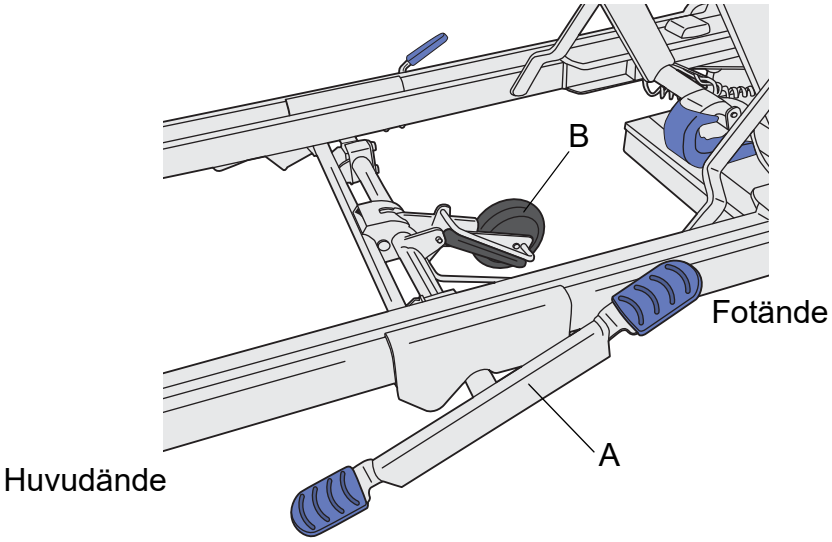

Fig. 5 – Femte hjulets aktiveringspedal
1. Tryck ned huvudänden på det femte hjulets aktiveringspedal (A) med foten. **(Se fig. 5)**
1. Tryck ned fotänden på det femte hjulets aktiveringspedal (A) med foten. **(Se fig. 5)**
2. Kontrollera att det femte hjulet (B) är höjt från golvet.